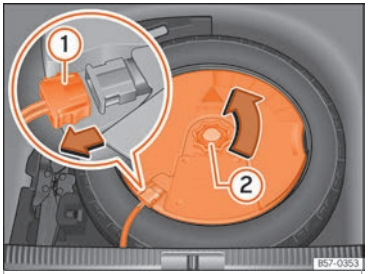

Abb. 238 Im Gepäckraum: Subwoofer ausbauen.
- Klemmen Sie das *Subwoofer*-Lautsprecher-Kabel ab ››› **Abb. 238** ①.
- Drehen Sie das Befestigungshandrad entgegen dem Uhrzeigersinn heraus ››› **Abb. 238** ②.